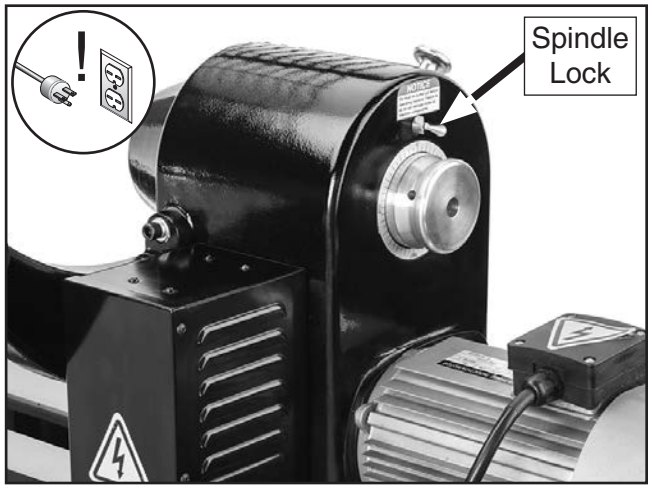

Figure 36. Locking spindle to install faceplate.
2. Rotate spindle lock right to prevent spindle from turning while you tighten faceplate, as shown in **Figure 36**.